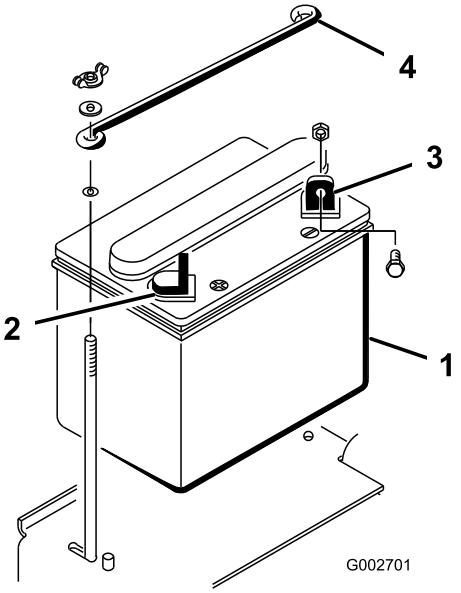

**Figur 3**
Fjern de (2) vingemøtrikker og skiver, der fastgør øverste batteritilholder til side batteritilholdere (Figur 3). Fjern øverste batteritilholder, og fjern batteri.